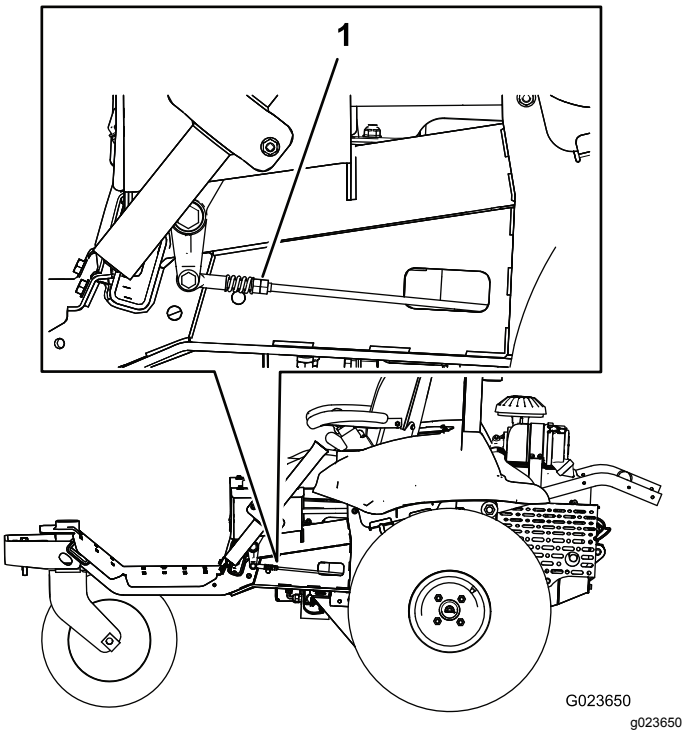

**Figur 61**
7. Drej langsomt dobbeltmøtrikkerne på forbindelsen på den ene side af maskinen (Figur 61), indtil hjulet på den side begynder at dreje, og drej derefter dobbeltmøtrikkerne i modsat retning, indtil hjulet drejer i den anden retning.